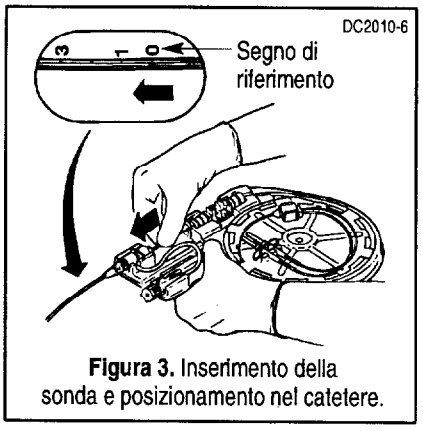

Figura 3. Inserimento della sonda e posizionamento nel catetere.
4. Far avanzare la sonda sino a quando il segno di riferimento relativo alla profondità (striscetta nera) non raggiunge lo zero sul tubo chiaro di estensione del lume RV (Figura 3). A causa delle tolleranze di fabbricazione, la punta della sonda si trova ora tra la porta RV ed un punto a 2 cm vicino la porta. La sonda è quindi pronta ad essere avanzata nella porta RV.